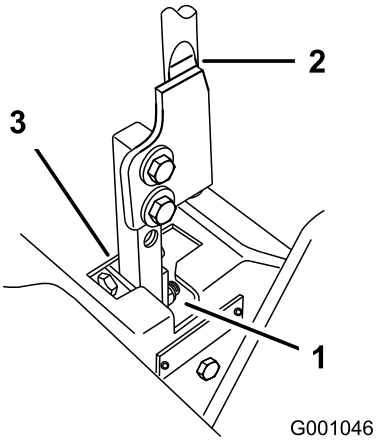

Figur 70
5. Flyt grebet til den neutrale position, men ikke låst (Figur 70).
6. Træk håndtaget tilbage, indtil gaffelbolten (på armen under drejeakslen) berører enden af åbningen (begynder netop at lægge tryk på fjederen) (Figur 70).
7. Kontroller, hvor håndtaget er i forhold til hakket i konsollen (Figur 70). Det skal være i midten, så håndtaget kan dreje udad til den neutrale låseposition.